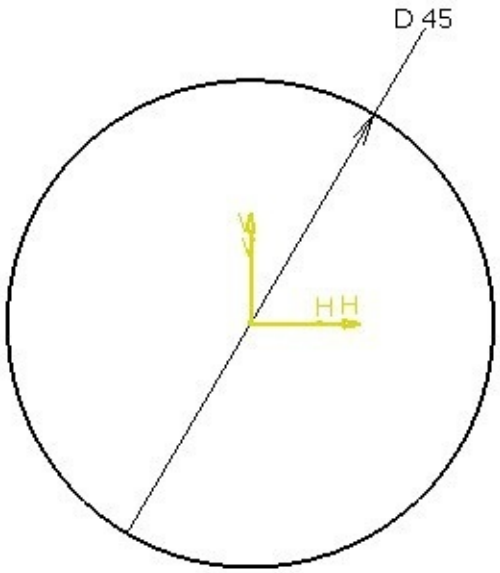

Figure 10-87 *The sketch of the blended section*
g. Create the blended surface, refer to Figures 10-87 through 10-89.
2. Draw the sketch of the blended section, as shown in Figure 10-87. In this figure, the display of the previously created surfaces has been turned off.
2. Select the sketch shown in Figure 10-87.